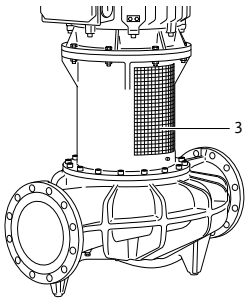

Рис. 48: Смонтированная предохранительная пластина муфты
- **Эксплуатировать насосный агрегат только со смонтированными предохранительными пластинами муфты (Рис. 48, поз. 3).**